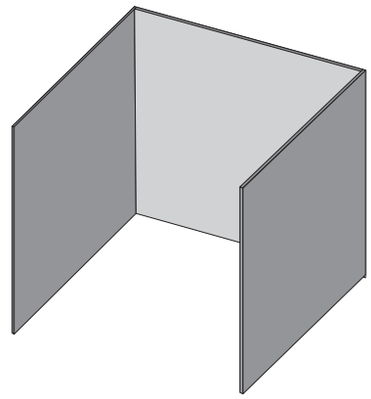

Fig. 1
- Se considera que el aparato está al aire libre si se instala en un refugio con paredes en tres lados pero sin cubierta superior. **(Fig. 1).**